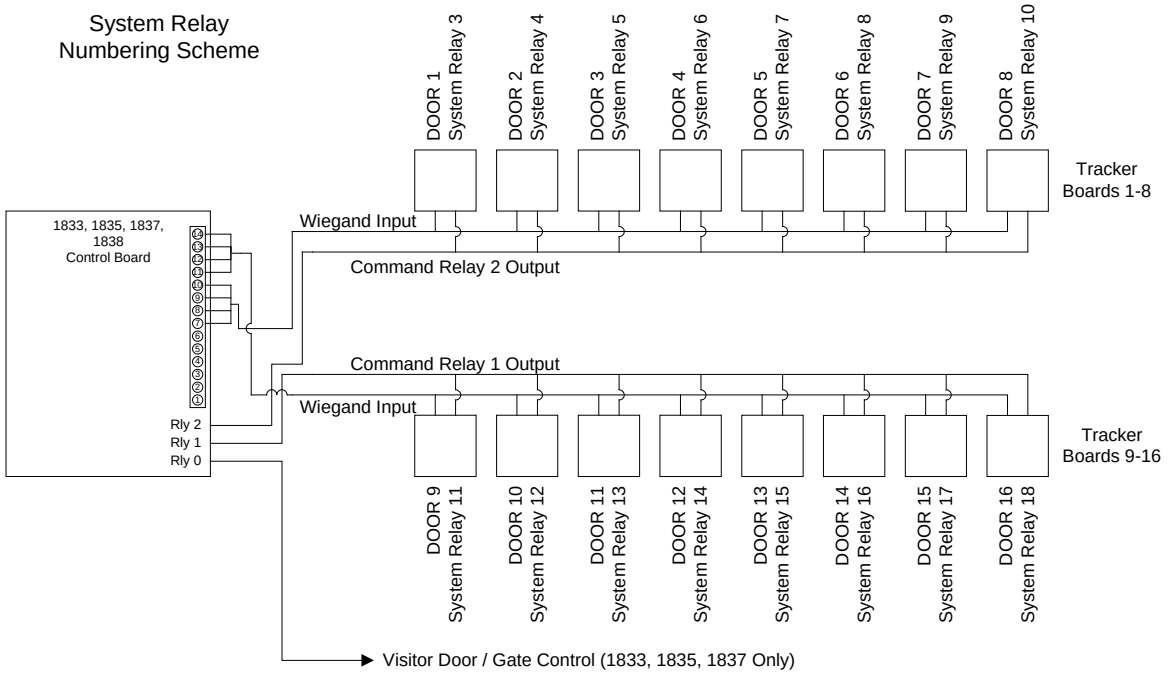

Figure 19
When Tracker boards are used to expand the access control system, relays 1 and 2 are used as Tracker Command (Cmd) relays with Relay 2 commanding Tracker boards 1-8 (system relays 3-10) and Relay 1 commanding Tracker boards 9-16 (system relays 11-18). Refer to Figure 19.
3. Click "Additional Relays For Tracker 1" button to enable system relays 11-18 (Fig 19).
In the example below, four time zones have been created. Referring back to Figure 19 on page 25, Relay 3 has been labeled Res Veh Gate (Resident Vehicle Gate). Time zones 1 and 2 have been applied to Relay 3, which means that on Monday through Friday, the resident vehicular gate will automatically open at 6:00 AM and remain open until 8:00 PM. On Saturday and Sunday, this gate will open at 8:00 AM and remain open until 8:00 PM.
Again refereeing back to Figure 19 on page 35, Relay 5 has been labeled Office. Time zone 3 has been applied to Relay 5, which means that the office door will unlock at 9:00 AM and remain unlocked until 5:00 PM Monday through Friday. This door will remain locked on the weekends.